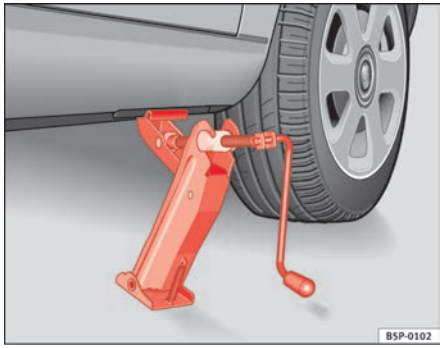

Fig. 174 Fitting the jack
– Align the jack so that the arm of the jack fits around the rib under the door sill and the movable base plate of the jack is flat on the ground ⇒ fig. 174.